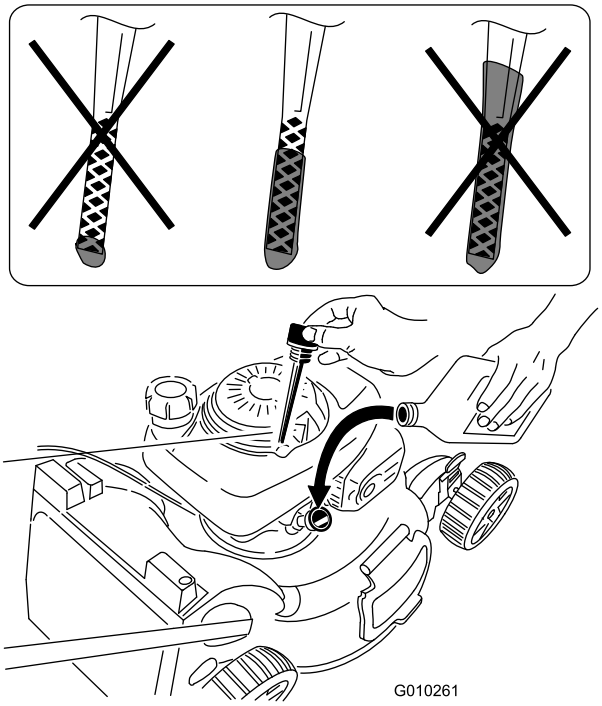

**Figur 6**
2. Tag målepinden ud (Figur 6), og hæld olie i påfyldningsrøret, indtil ca. 3/4 af krumtaphuset er fyldt.
5. Tag målepinden ud, og kontroller oliestanden på målepinden. Se Figur 6.
- Hvis oliestanden er for lav, skal en lille mængde olie langsomt hældes i oliepåfyldningsrøret. Vent 3 minutter, og gentag derefter trin 3 til 5, indtil oliestanden er korrekt som vist i Figur 6.
- Hvis oliestanden er for høj, skal overskydende olie aftappes, indtil oliestanden er korrekt, som vist i Figur 6 Se Skift af motorolien (side 17) for at få oplysninger om at aftappe overskydende olie.